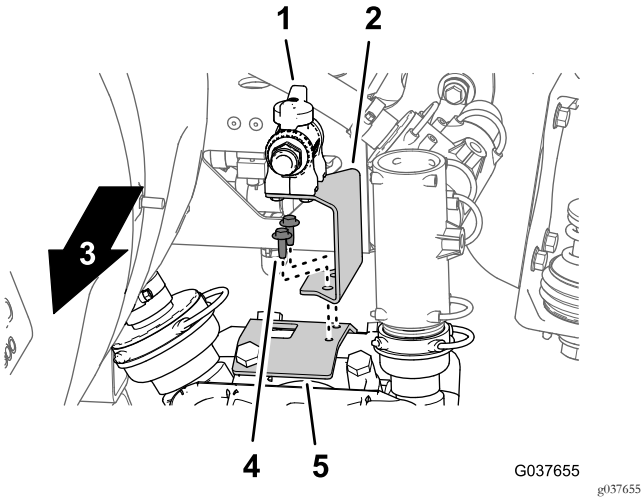

Figuur 53
6. Lijn de openingen in de beugel van de mengklep uit met de openingen in de beugel van de spuitpomp (Figuur 53).
7. Bevestig de mengklepbeugel op de spuitpompbeugel (Figuur 53); gebruik hierbij 2 flenskopbouten (¼ x ¾").